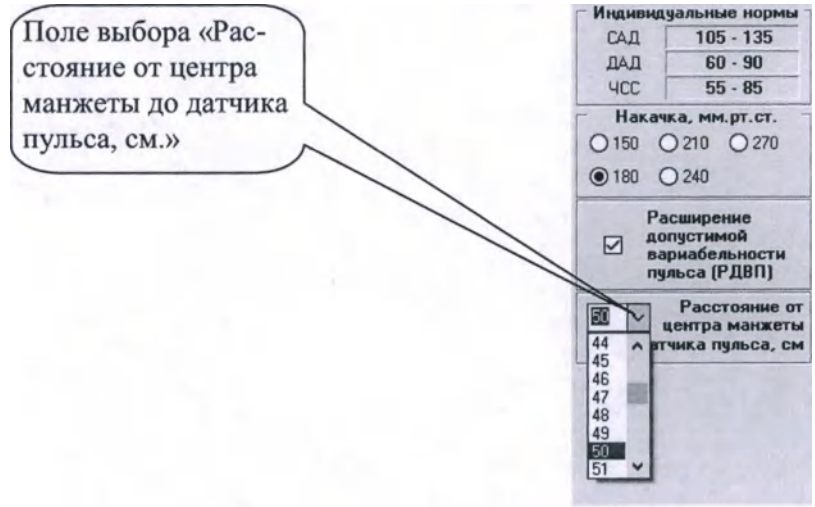

Рисунок 8.11
2.4.10.5 В левой части экрана расположено поле выбора «Расстояние от центра манжеты до датчика пульса, в см.» (рисунок 8.11). Подведите курсор мыши к стрелке, расположенной рядом с данной надписью и нажмите левую клавишу мыши. Из появившегося выпадающего меню выберите измеренное расстояние, выделив нужное значение с помощью курсора мыши. Нажмите кнопку «Пуск» и программа приступит к измерению СРПВ.